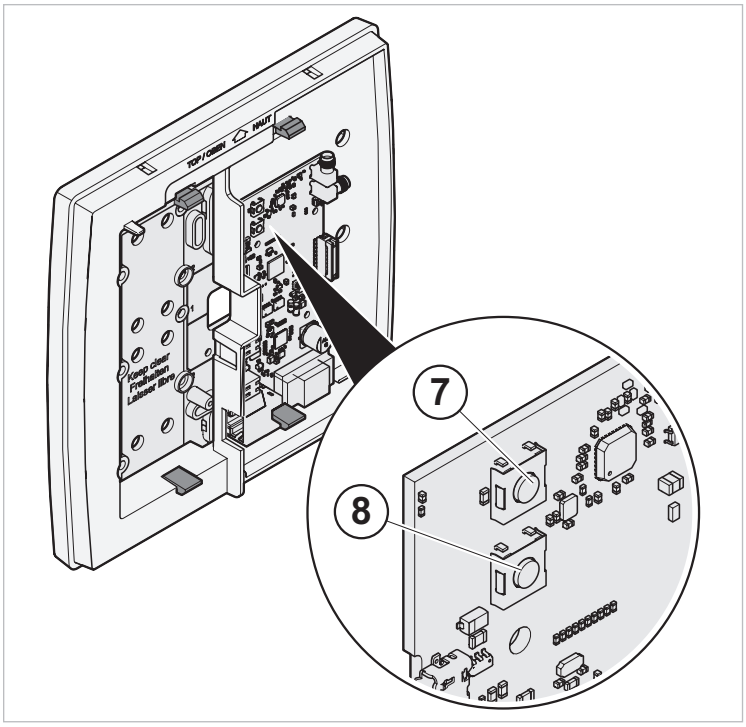

Fig. 3 Boutons du lecteur RF
- pour accéder au mode test (7, Fig. 3)
- pour actionner le bouton de réinitialisation (8, Fig. 3)